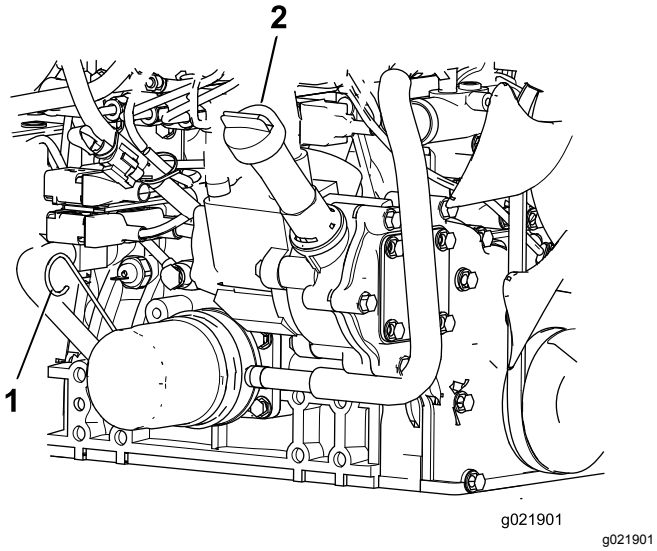

Figur 85
3. Ta ut peilestaven, tørk av den, sett den ned igjen i røret, og ta den deretter ut igjen. Oljenivået skal være mellom FULL- og ADD-merkene (Figur 85).
4. Hvis oljenivået er lavt, må du ta av oljelokket og fylle på olje til nivået er mellom FULL- og ADD-merkene (Figur 85).